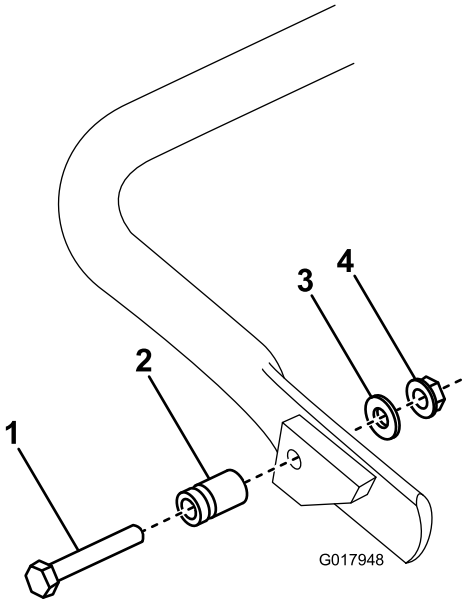

Figur 6
1. **Endast för GR1600.** Anslut fjädertappen på den högra sidan av stödet (Figur 6) med hjälp av skruven, brickan och flänsmuttern som medföljer.